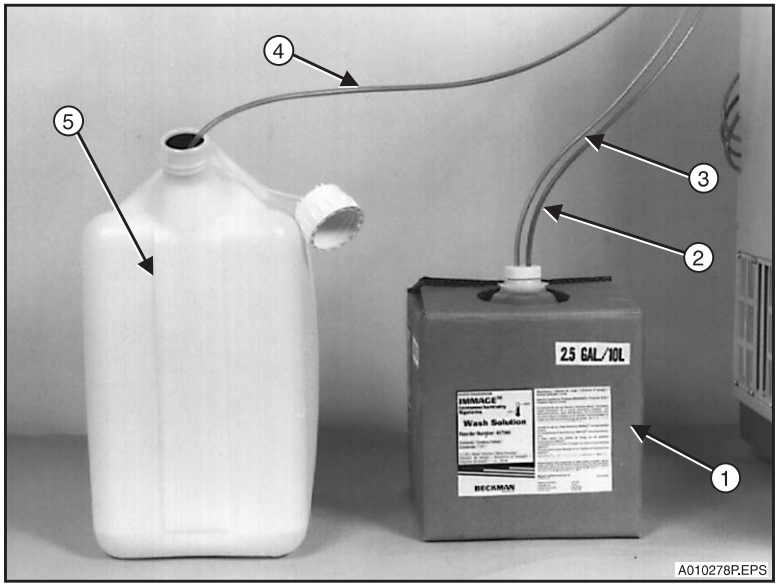

Figure 10.3 Wash Solution and Waste Containers
Blue (Wash Solution) tubing (2)	free of sharp bends or obstructions and is attached to blue fitting. (Refer to Figure 10.3.)